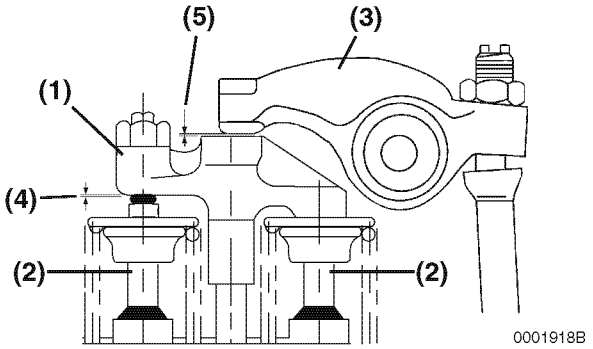

Figure 6-80
The 4-valve cylinder head operates two valves with a single rocker arm by employing a valve bridge **(Figure 6-80, (1))** between the two valves **(Figure 6-80, (2))**. Clearance **(Figure 6-80, (4))** between the valve bridge and valves must be set before adjusting the clearance **(Figure 6-80, (5))** between the rocker arm **(Figure 6-80, (3))** and valve bridge.
3. Make sure there is clearance **(Figure 6-80, (5))** between the valve bridge **(Figure 6-80, (1))** and the rocker arm **(Figure 6-80, (3))**.